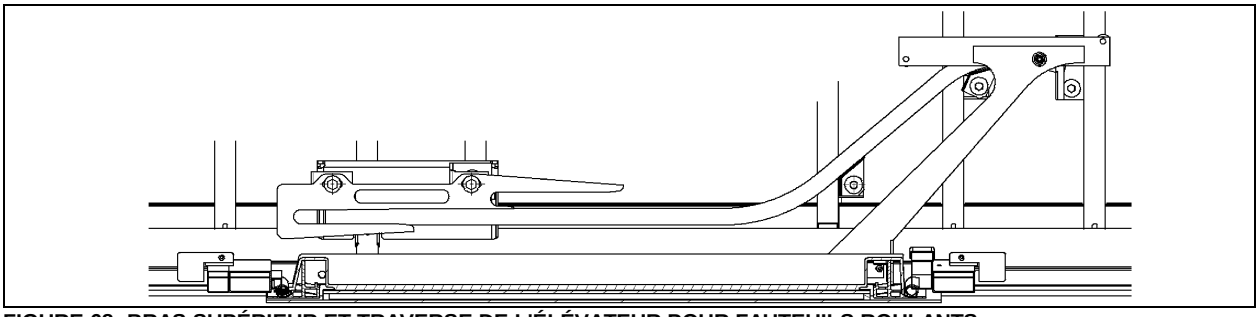

FIGURE 68: BRAS SUPÉRIEUR ET TRAVERSE DE L'ÉLÉVATEUR POUR FAUTEUILS ROULANTS
2. Faire glisser la traverse supérieure dans le bras supérieur, puis fixer la traverse à la structure avec un boulon. Ne pas serrer complètement le boulon pour le moment (voir la Figure 68).